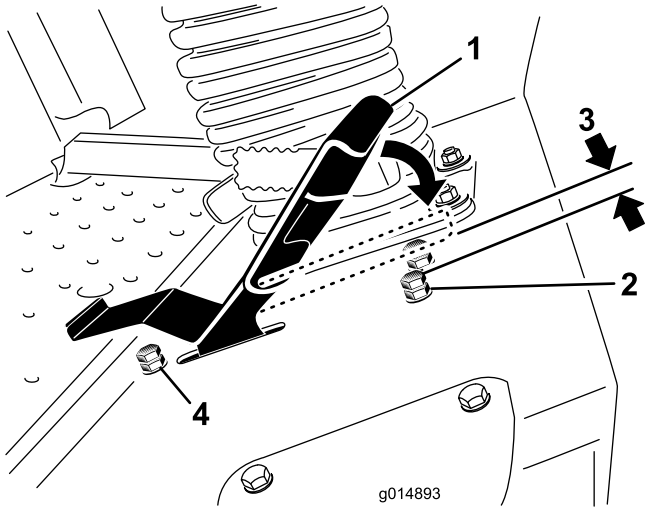

Figur 60
3. Lossa kontramuttern på stoppskruven för gaspedalen (Figur 60).